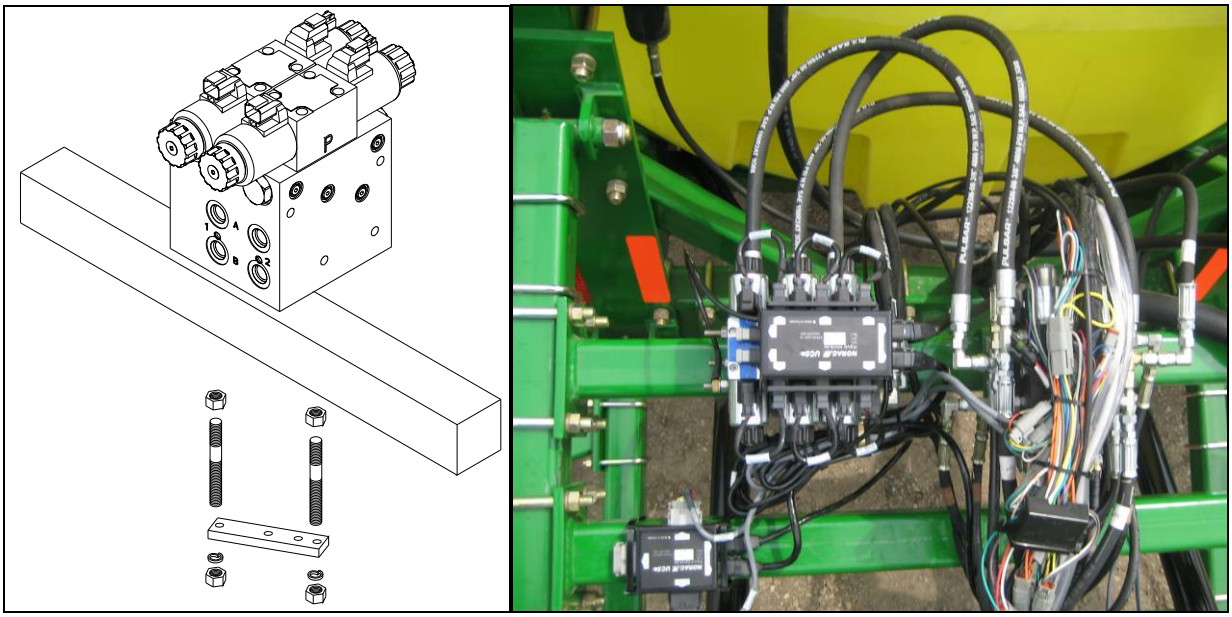

Figure 22: Valve Block Mounting
1. Mount the valve block on the center section of the boom as illustrated in **Figure 22**.